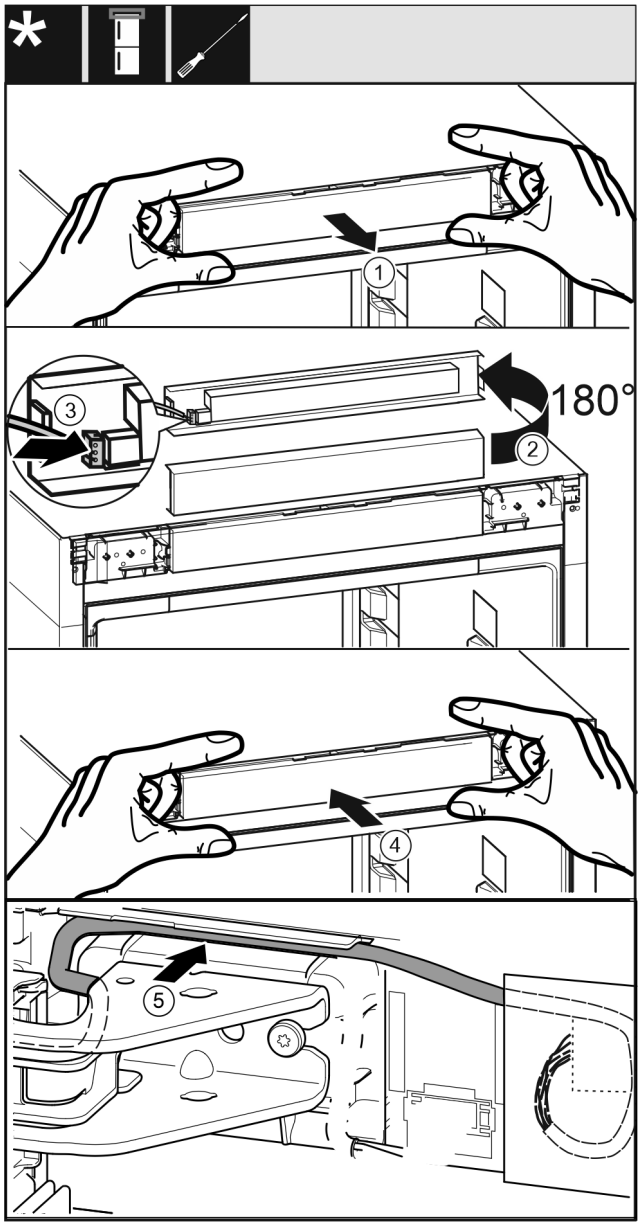

Fig. 38
▶ Extrageți cu precauție masca de operare *Fig. 38 (1)*.
▶ Rotiți masca de operare *Fig. 38 (2)* cu 180° în sus.
▶ Fixați în poziție fișa *Fig. 38 (3)* la masca piesei de operare.
▶ Fixați din nou în poziție masca de operare *Fig. 38 (4)* la aparat.
▶ Pozați cu precauție cablul *Fig. 38 (5)* în ghidaj deasupra suportului superior de lagăr.